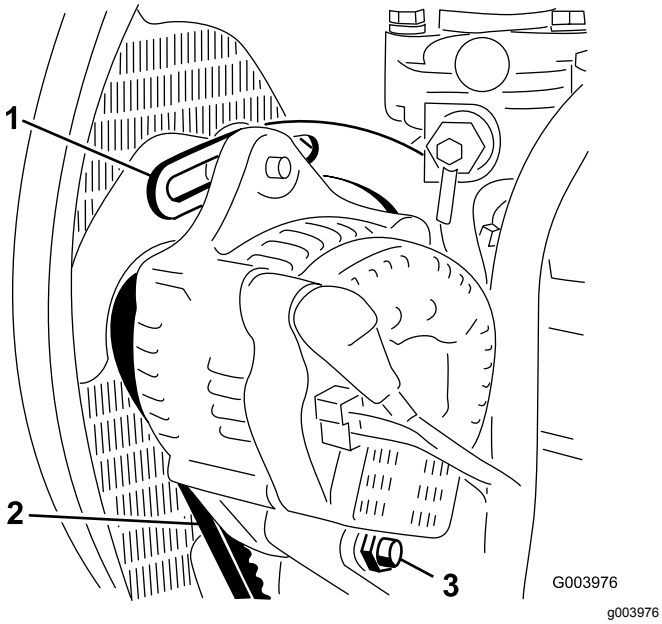

Figur 71
2. Kontrollera generatorremmens spänning genom att trycka ner remmen (Figur 71) mittemellan generatorn och vevaxelskivorna med en kraft på 10 kg.
3. Lossa den bult som håller fast staget på motorn (Figur 71), den bult som håller fast generatorn på staget samt axelbulten.